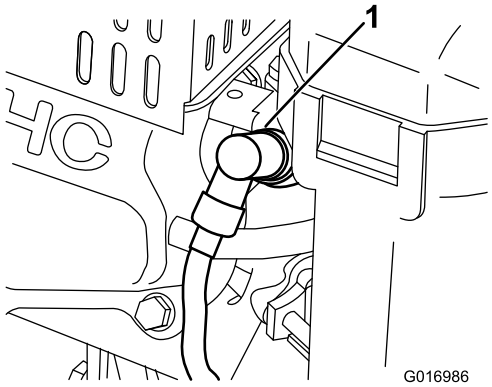

**Figur 30**
1. Dra av den gjutna kabeln från tändstiftet (Figur 30).